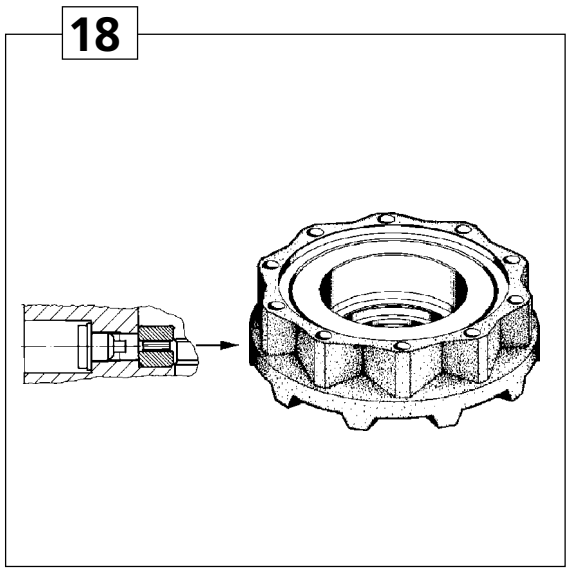

Abb. 18
1) Nach je 1000 Stunden sollten eventuelle Inspektionsverschlüsse mit Magnet kontrolliert werden (siehe Abb. 18).